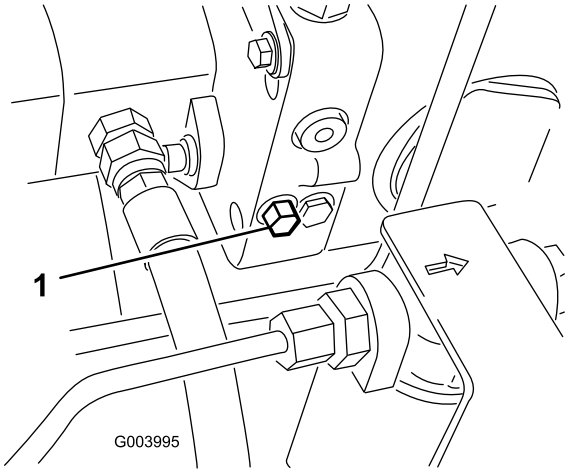

Figur 35
1. Förbikopplingsventilen sitter till vänster om hydrostaten (Figur 35). Vrid bulten 1,5 varv för att öppna ventilen och låta vätska avledas internt.